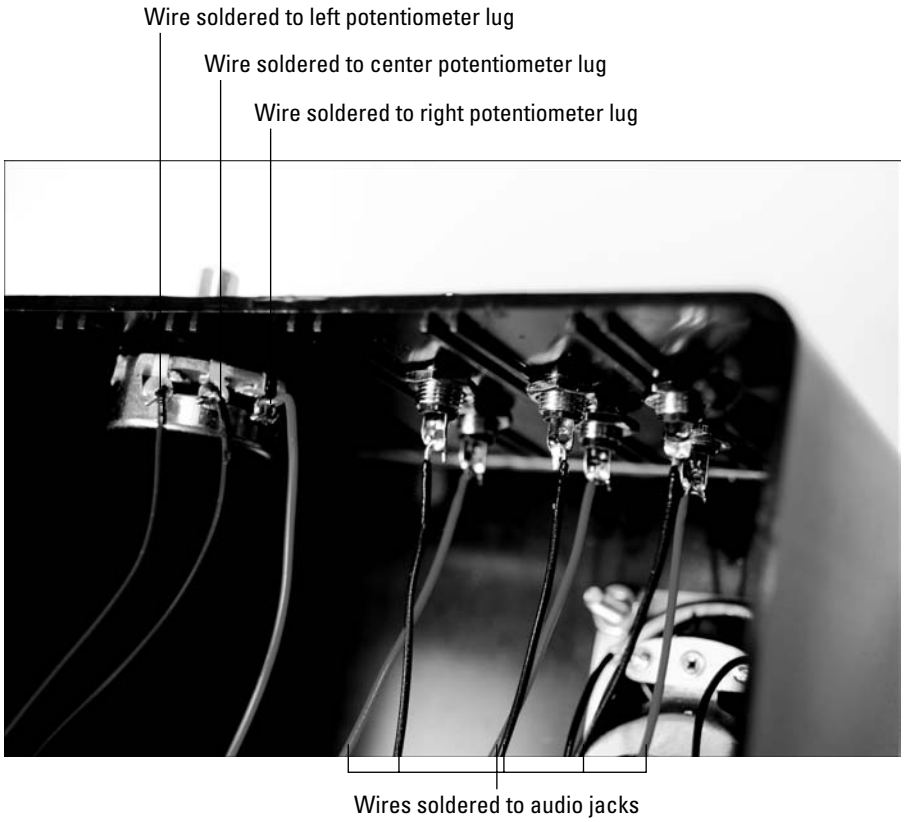

Figure 7-14: Solder wires to connect external components to the breadboard.
7. **Solder an 8" wire to each of the three potentiometer lugs, as shown Figure 7-14.**
8. **Connect 8" wires to each of the audio jacks and solder them, as shown in Figure 7-14.**